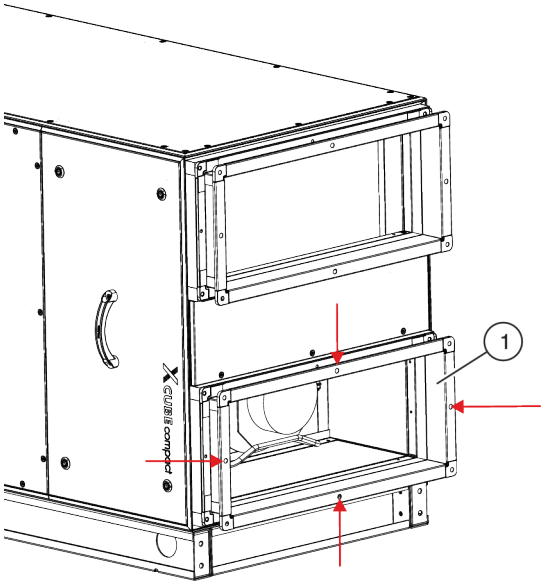

Fig. 18: Removing the noise insulating connectors
- Unscrew the four Allen screws (M6×50) (Fig. 18/ red arrows) on the noise insulating connector and take off the noise insulating connector (Fig. 18/1).